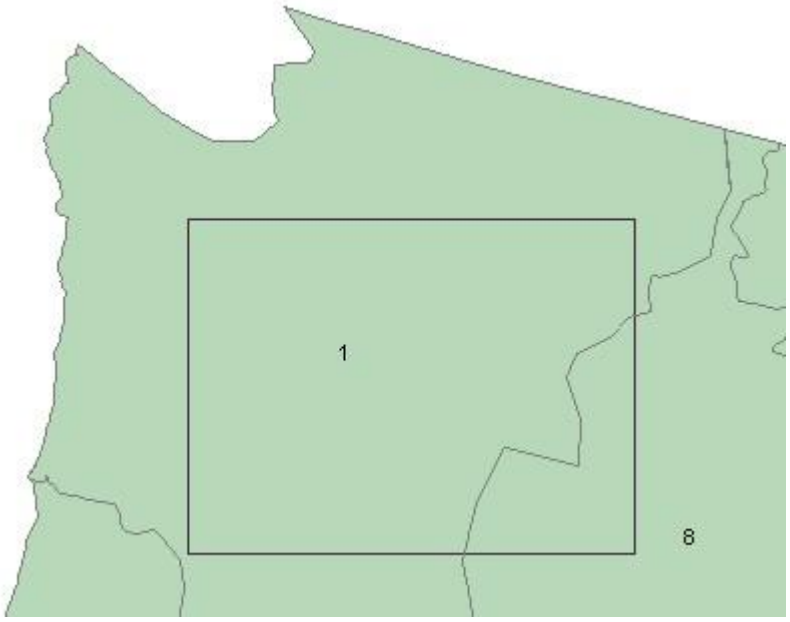

Figure C-1. Draw extent box.
4. To begin, click the **Get LANDFIRE National Map Data** tool icon: . With the tool, click to the upper left of the area of interest and drag a box to the lower right (Figure C-1).